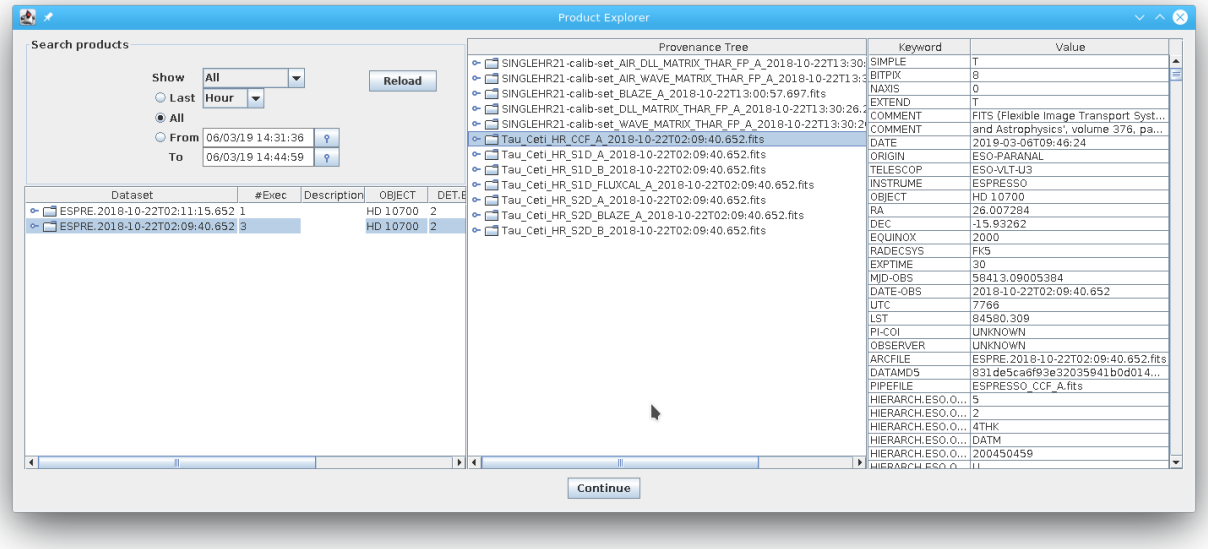

Figure 3.0.4: *The Provenance Explorer shows all datasets reduced in previous executions together with the full reduction chain for all the pipeline products.*
9. Once the reduction of all datasets has finished, a pop-up window called *Product Explorer* will appear, showing the datasets which have been reduced together with the list of final products. This actor allows the user to inspect the final data products, as well as to search and inspect the input data used to create any of the products of the workflow. Figure 3.0.4 shows the Product Explorer window. A full description of the *Product Explorer* will be presented in Section 6.3.5.